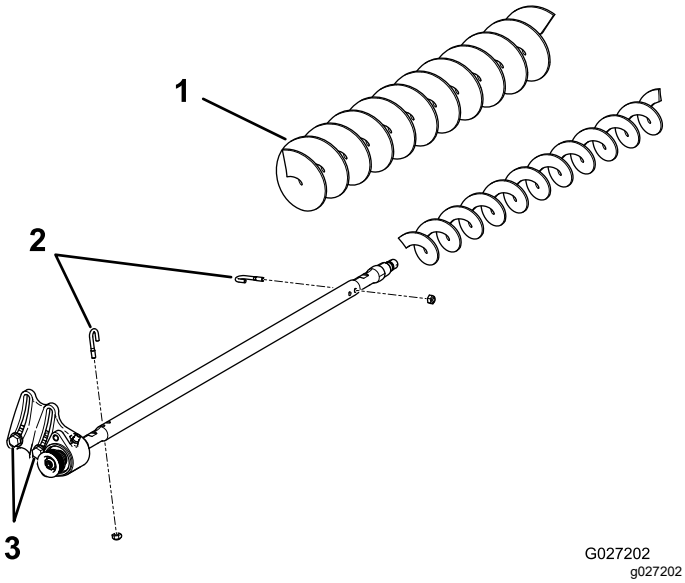

Figura 23
3. Remova os dois pernos em J e as porcas (Figura 23).
4. Deslize a escova existente para fora do veio da escova (Figura 23).
5. Desaperte os dois parafusos, anilhas e porcas que prendem a caixa de rolamentos da transmissão ao suporte de montagem da caixa de rolamentos (Figura 23).
6. Deslize a escova de elevada altura de corte para o veio da escova (Figura 23).
7. Prenda a escova ao veio com os dois parafusos em J e porcas previamente removidos (Figura 23).